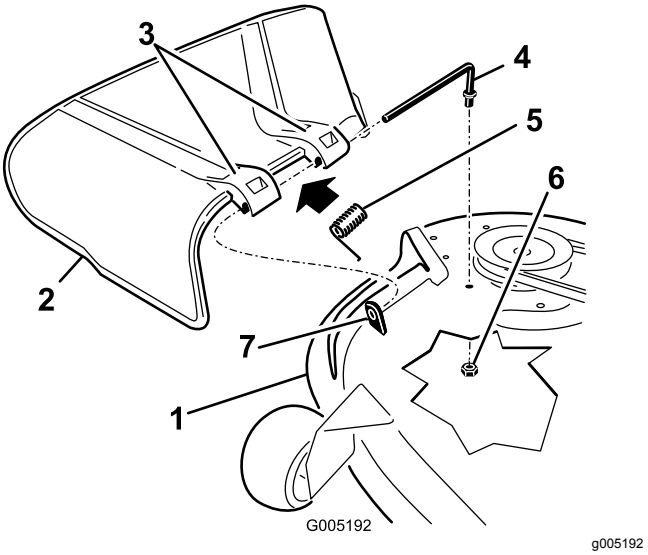

**Figur 67**
1. Fjern møtrikken (⅜ tomme) fra stangen under plæneklipperen (Figur 67).
2. Skub stangen ud af det korte afstandsstykke, fjederen og græsdeflektoren (Figur 67).
4. Udskift græsdeflektoren (Figur 67).
7. Skub stangen gennem det andet græsdeflektorbeslag (Figur 67).
9. Fastgør den bageste ende af stangen i plæneklipperen med en møtrik (⅜ tomme), som vist i Figur 67.